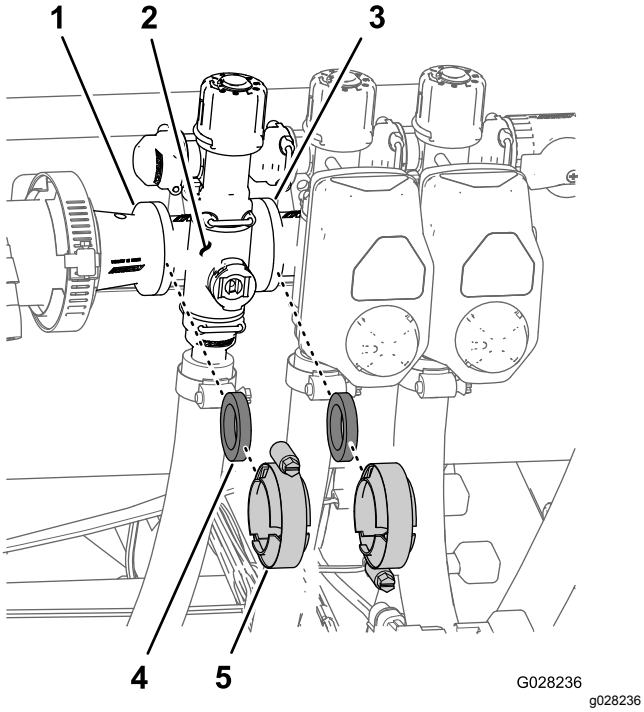

Figur 68
1. Fjern klemmene og pakningene som fester manifoldet for seksjonsventilen (Figur 68) til den nærliggende seksjonsventilen (hvis det er den venstre seksjonsventilen) og reduksjonskoblingen.